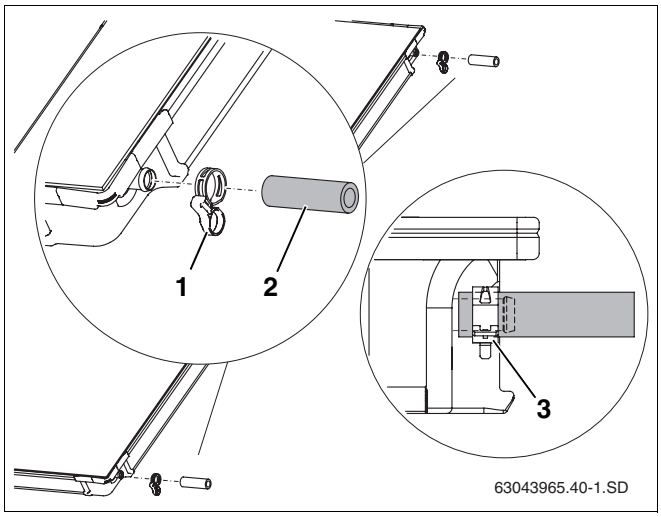

Abb. 39 Verbindungssatz am zweiten Kollektor vormontieren
- Solarschläuche 95 mm (Abb. 39, **Pos. 2**) auf die rechten Anschlüsse des zweiten und alle weiteren Kollektoren schieben.
- Federbandschellen (Abb. 39, **Pos. 1**) über den Solarschlauch schieben (die zweite Schelle sichert später den Anschluss des anderen Kollektors).
- Wenn die Federbandschelle richtig sitzt, den Sicherungsring ziehen, um die Verbindung zu sichern (Abb. 39, **Pos. 3**).